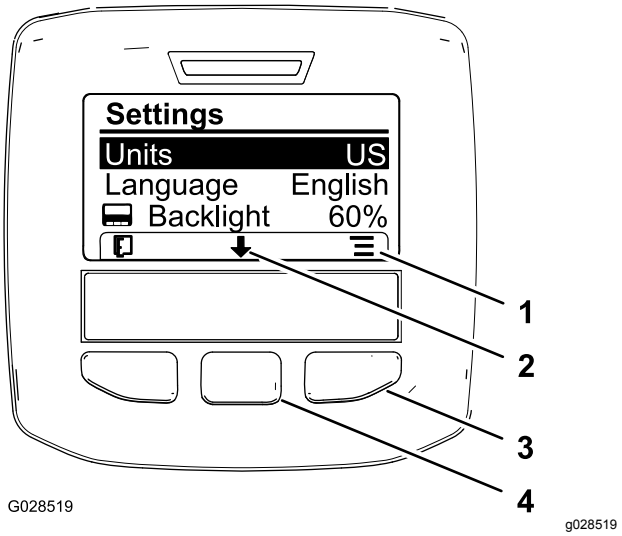

Figur 21
2. Bruk den høyre valgknappen til å endre de oppførte måleenhetene (Figur 21).
3. Trykk på den midtre valgknappen (knappen under pil ned-ikonet på skjermen) for å velge Språk-alternativet og endre språket som brukes på skjermen (Figur 21).
4. Trykk på den høyre valgknappen (knappen under listeikonet på skjermen) for å utheve språket som brukes på skjermen (Figur 21).
6. Trykk på venstre valgknapp for å gå tilbake til hovedmenyen (Figur 21).